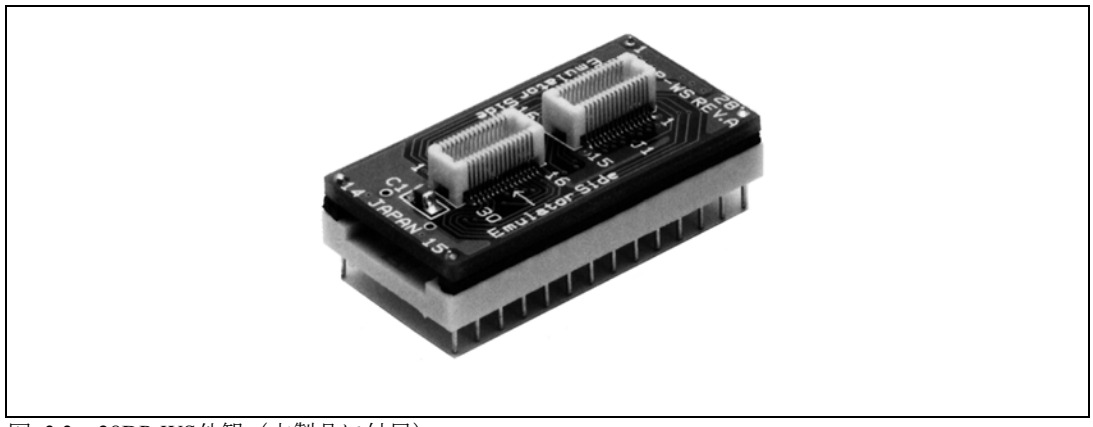
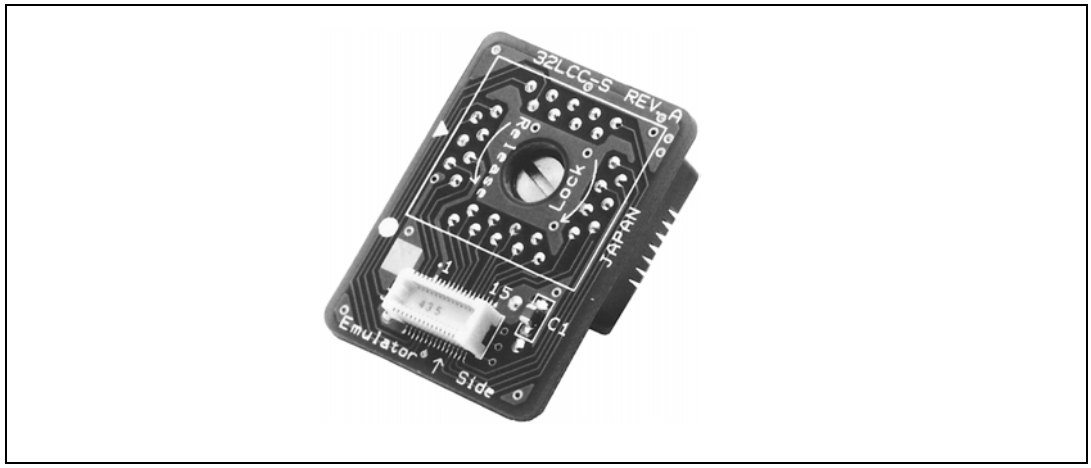

図 3.3　28DP-WS外観（本製品に付属）
図 3.4　32LCC-S外観（本製品に付属）
(1)および(3)の場合はプローブ方向変換基板として28DP-WSを、(2)の場合は32LCC-Sを使用します。28DP-WS外観を図 3.3に、32LCC-S外観を図 3.4に示します。